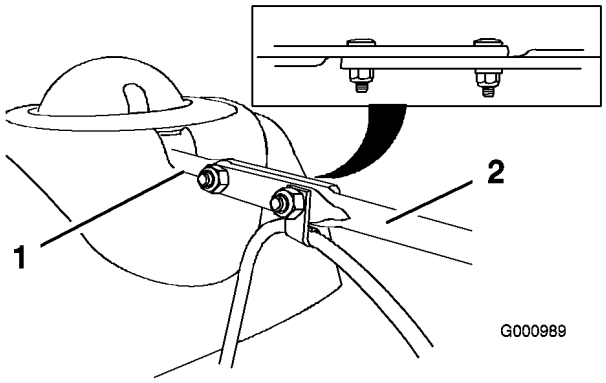

Figura 9
3. Allineate il lato posteriore piatto della lunga asta di comando del camino di scarico con il lato anteriore piatto dell'asta corta che protrude dal quadro di comando, in modo che siano inseriti l'uno nell'altro (Figura 9).